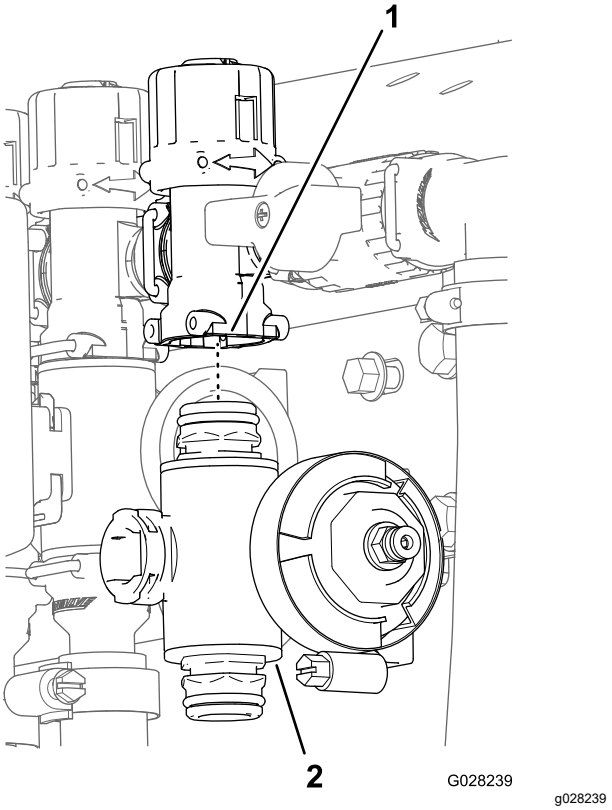

Figur 75
3. För den högra eller vänstra sektionens ventil tar du bort flänsskruven och flänslåsmuttern som håller fast sektionsventilen vid ventilfästet, och sedan avlägsnar du ventilgrenröret från maskinen. För mittsektionsventilen tar du bort sektionsventilens grenrör från maskinen (Figur 75).